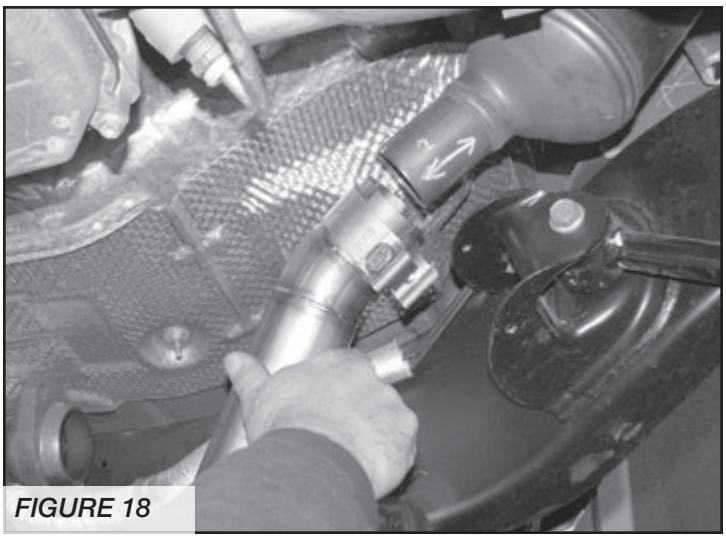

*FIGURE 18*
15. Locate the replacement Exhaust Tube, Clamp and Hardware. Install the slip tube section onto the cut pipe with the Clamp or have muffler shop build and install new pipe after suspension installation. **SEE FIGURE 18.**